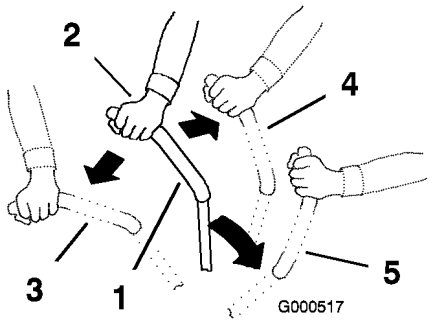

Figure 11
2. Pour vous déplacer en marche avant, poussez doucement les leviers de commande de déplacement vers l'avant (Figure 11).
Pour vous déplacer en ligne droite, appliquez une pression égale sur les deux leviers de déplacement (Figure 11).
Pour tourner, relâchez le levier de commande correspondant à la direction que vous voulez prendre (Figure 11).
2. Pour vous déplacer en marche arrière, tirez doucement les leviers en arrière (Figure 11).